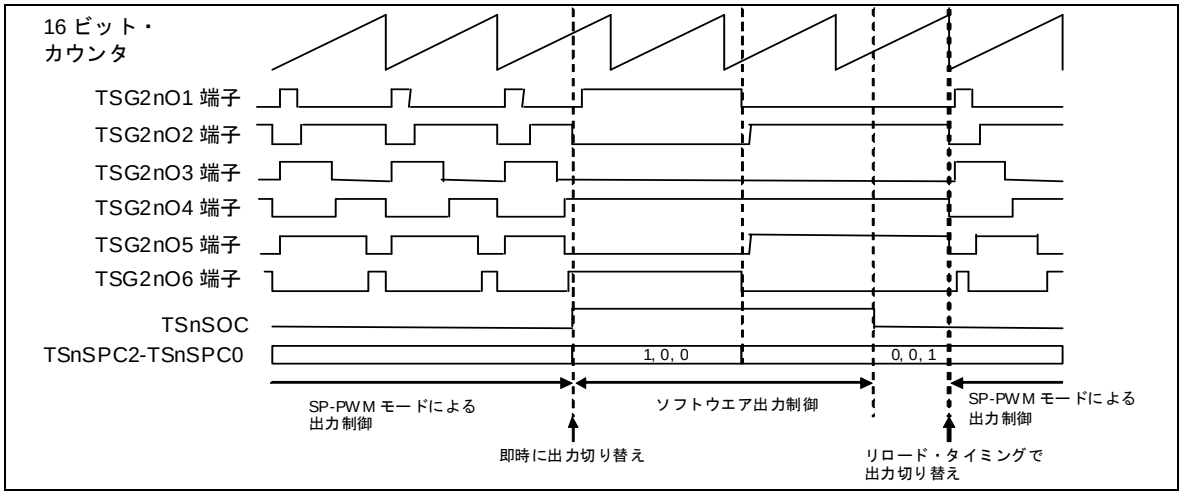

図 15-59 SP-PWM モードからソフトウエア出力制御機能の切り替え例
*図 15-59「SP-PWM モードからソフトウエア出力制御機能の切り替え例」*に示すように，TSnSOC = 1 にしたタイミングで出力を即時に切り替えます。デッド・タイムの設定をしていれば，デッド・タイム期間は保証されます。その後，TSnSOC = 0 にしたタイミングでは出力を保持し，リロード・タイミングが発生した時点で，SP-PWM モードによる出力制御に切り替わります。